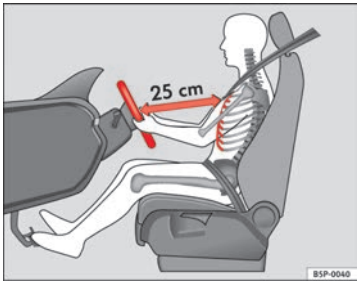

Fig. 1 The correct distance between driver and steering wheel
– Adjust the steering wheel so that there is a distance of at least 25 cm between the steering wheel and the centre of your chest ⇒ Fig. 1.
- **Adjust the driver seat so that there is at least 25 cm distance between the centre of the chest and the centre of the steering wheel ⇒ Fig. 1. If you are sitting closer than 25 cm, the airbag system cannot protect you properly.**